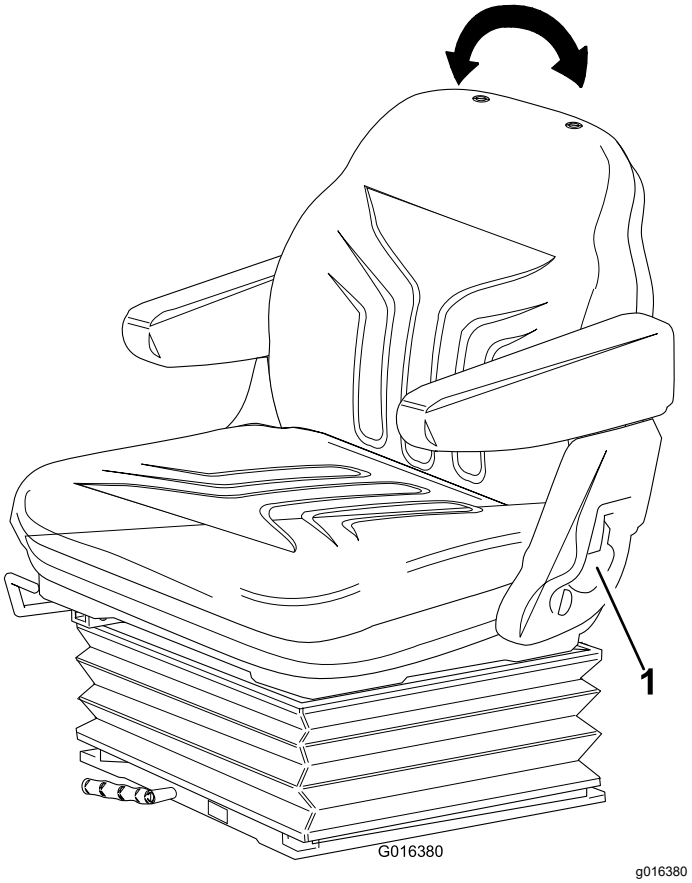

**Figur 25**
- Træk håndtaget udad for at justere vinklen på sædets ryglæn (Figur 25).